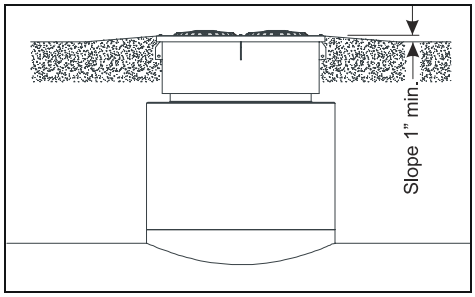

Figure 7
22. Ramp or dome the concrete away from the POMECO Manhole cover. There should be a minimum of 1-inch slope to finish grade. This is to direct water flow away from the cover. (See Figure 7.)